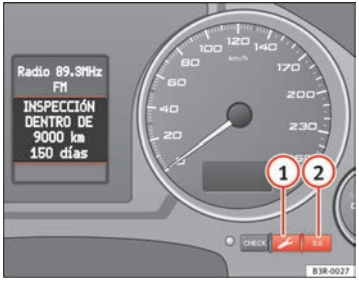

Fig. 52 Detail of the dash panel insert: Service indicator display
- Press the service button ⇒ page 74, fig. 52 (1) and hold while switching on the ignition. The display will show one of these messages: **Service in ----- km** or **Service!**
- Now press and hold the reset button (2) until the display shows **Service in ----- km --- days** or **Service!**